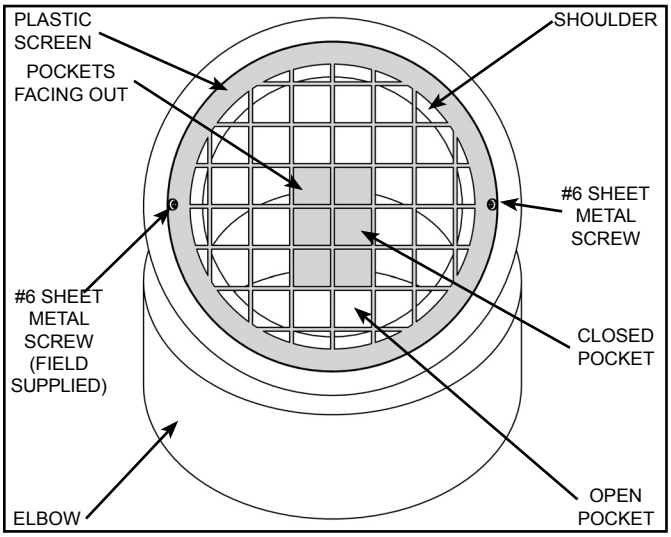

**Figure 35.**
- Plastic screens must be secured with two (2) corrosion resistant sheet metal screws as shown in Figure 35. This will allow for easy removal for inspection and cleaning.